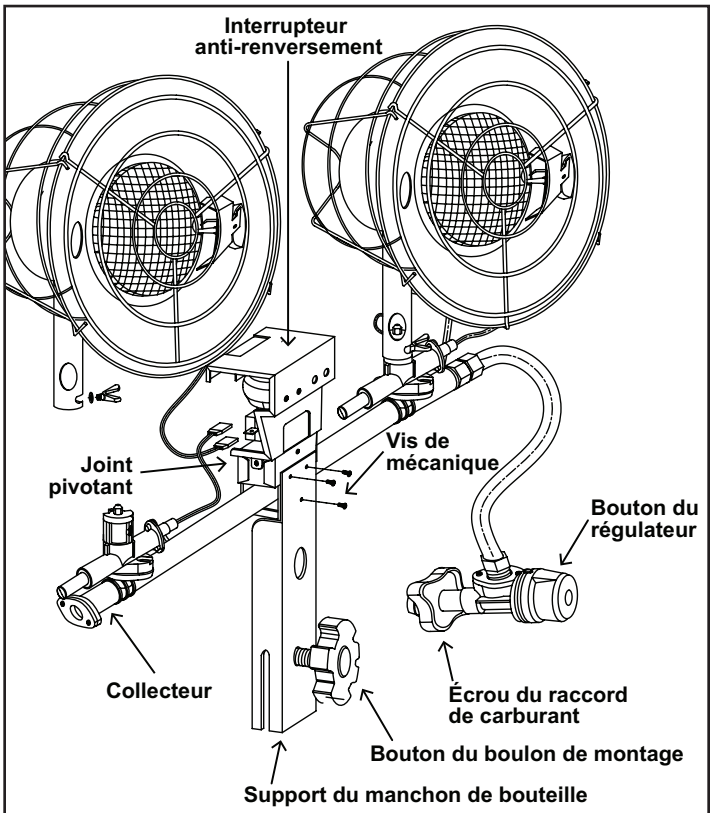

Figure 1
1. Placer le support du manchon de la bouteille sur la plaque du centre. S'assurer que le bouton du boulon de montage est dans la partie inférieure, comme l'illustre la Figure 1.